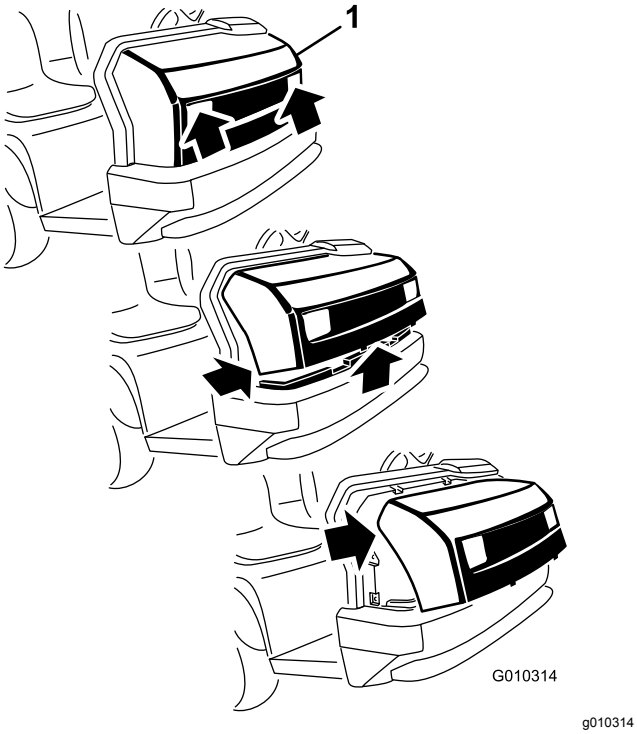

図 35
1. ヘッドライトの開口部でフードをつかみ、フードを持ち上げて、下側の取り付けタブをフレームの穴から外す図 35。
2. フードの下側を手前に持ち上げて、上部の取り付けタブをフレームのスロットから引き抜けるようにする図 35。
3. フードの上側を前に倒し、ヘッドライトからワイヤコネクタを抜く図 35。
2. 上側の取り付けタブをフレームの穴に差し込む図 35。
3. 下側の取り付けタブをフレームの穴に差し込む図 35。